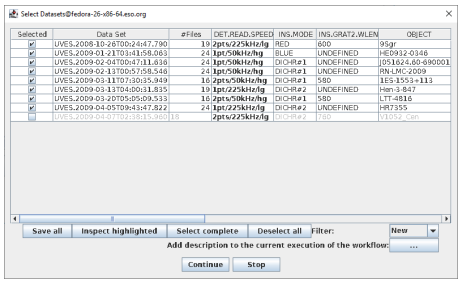

Figure 3.3: *The "Select Datasets" pop-up window. On purpose the demo includes an incomplete (grey) DataSet.*
The UVES demo data include five blue arm science observations, and three red arm science observations, covering a range of signal-to-noise and object types. In addition we provide one incomplete `RED` data set taken with central wavelength 760 nm to illustrate how an incomplete DataSet looks in the "Select DataSets" window (see Fig. 3.3).
7. The Data Set Chooser actor will be highlighted next and will display a "Select Datasets" window (see Figure 3.3) that lists the datasets along with the values of a selection of useful header keywords[3]. The first column consists of a set of tick boxes which allow the user to select the datasets to be processed. By default all complete datasets which have not yet been reduced will be selected. A full description of the options offered by the Data Set Chooser will be presented in Section 6.3.2.